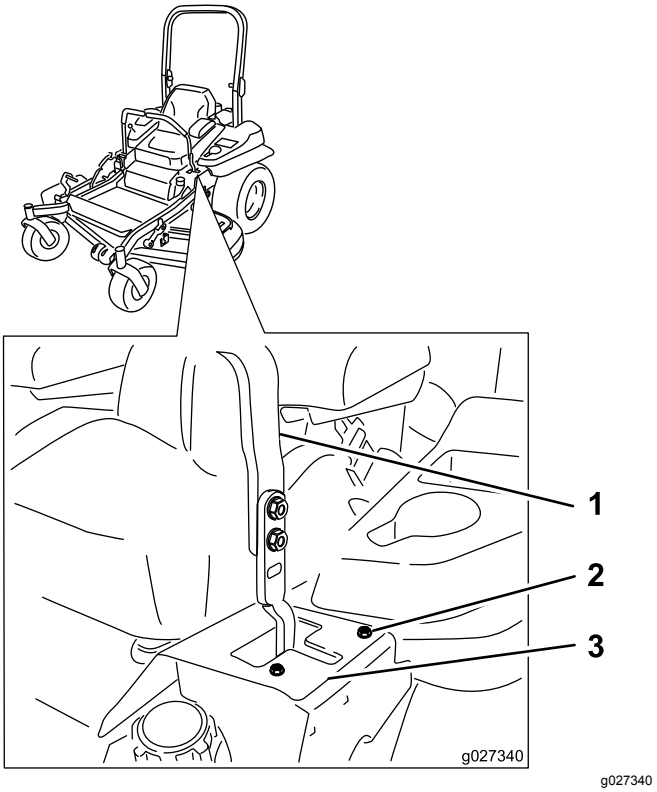

Figur 68
6. Om den går åt höger lossar du på skruvarna och justerar den vänstra stopplattan bakåt i den vänstra T-skåran tills maskinen går rakt (Figur 68).
7. Om den går åt vänster lossar du på skruvarna och justerar den högra stopplattan bakåt i den högra T-skåran tills maskinen går rakt (Figur 68).
8. Dra åt stopplattan (Figur 68).